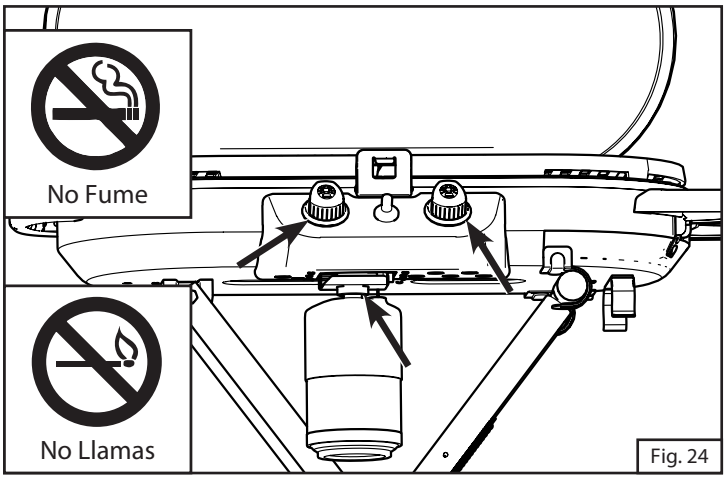

Fig. 24
3. Aplique una solución jabonosa a las conexiones indicadas con las flechas. (Fig. 24) Si aparecen burbujas en estas áreas, esto indica una fuga.